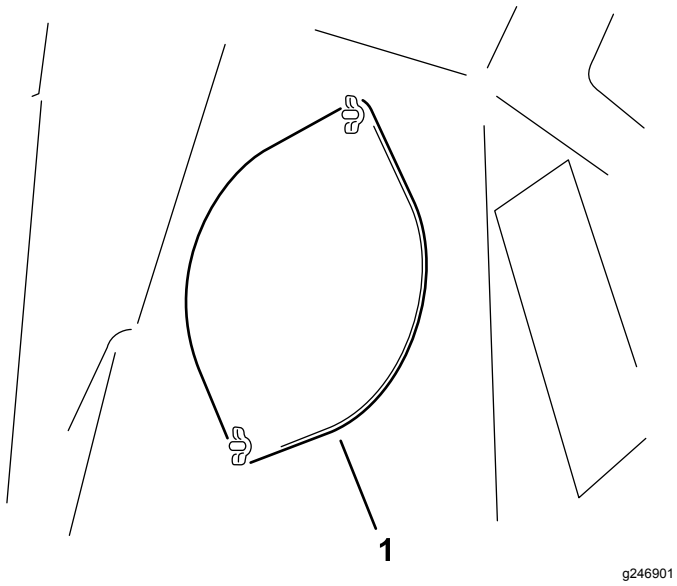

**Figur 31**
3. Løsne de to vingemutterne som fester tilgangsplaten (Figur 31).